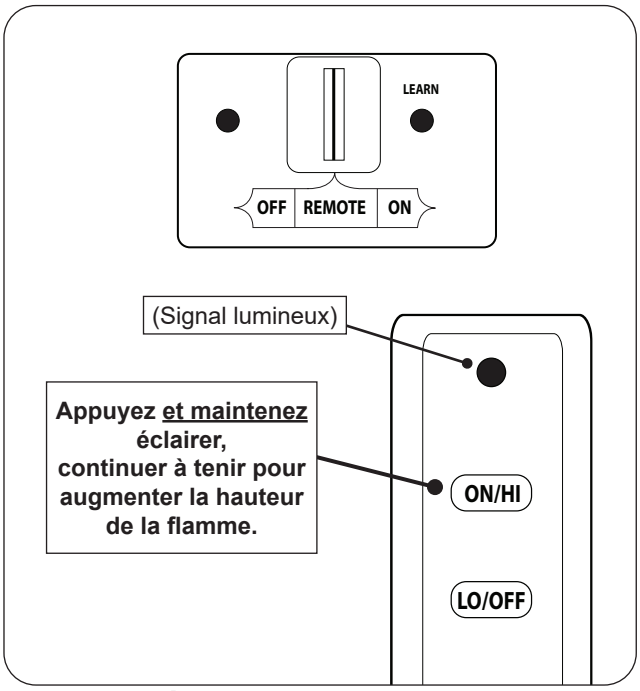

Fig. 55-1 Éclairage à distance
1. Assurez-vous que la veilleuse brûle. Localisez ensuite l'interrupteur à 3 positions sur le récepteur à distance et faites glisser l'interrupteur sur la position **REMOTE** (télécommande) (voir Fig. 55-1).
2. Localisez la télécommande et maintenez enfoncé le bouton **ON / HI** (sur/ haut) (voir Fig. 55-1). La séquence d'allumage commencera.